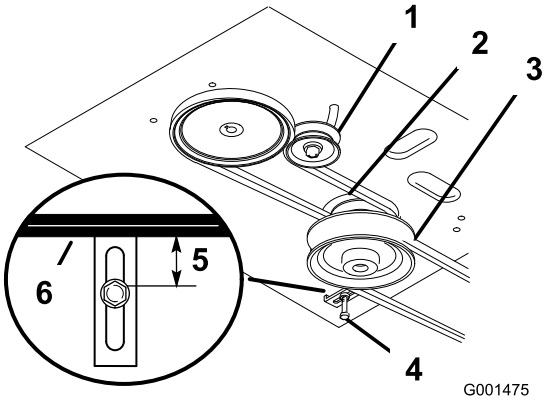

Figura 39
4. Retire la correa del cortacésped; consulte Sustitución de la correa del cortacésped (Figura 39).
5. Afloje el perno de pivote lo suficiente para poder desplazar la polea tensora dentro de la ranura, y retire la correa de tracción de las poleas del motor y de la transmisión (Figura 39).
6. Instale la correa nueva alrededor de las poleas del motor y de la transmisión (Figura 39).
7. Desplace la polea tensora respecto al bastidor del motor para tensar la correa de tracción (Figura 39).
8. Instale la correa del cortacésped (Figura 39).
9. Compruebe que la guía de la correa, situada debajo del bastidor del motor, está ajustada correctamente (Figura 39).